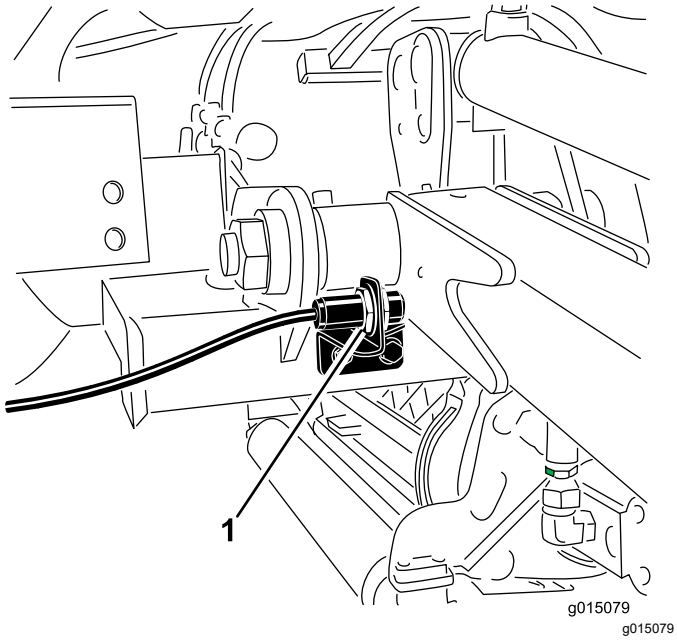

Figura 72
2. O interruptor do braço de elevação encontra-se por trás do braço de elevação direito dianteiro (Figura 72).
3. Solte os parafusos de montagem do interruptor (Figura 72) e desloque o interruptor para cima para aumentar a altura de viragem do braço de elevação ou desloque o interruptor para baixo para diminuir a altura de viragem do braço de elevação.